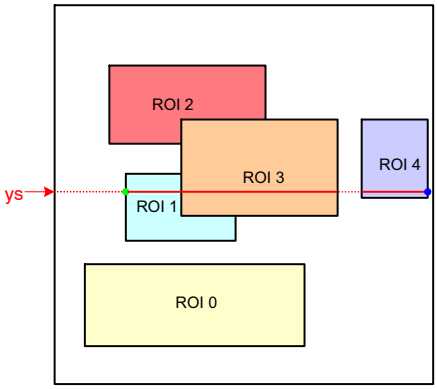

Figure 26. Scanning the Image Array with Five Windows
Figure 26 illustrates a practical example of a configuration with five windows. The current position of the read pointer (ys) is indicated by a red line crossing the image
- The read pointer is not necessarily incremented by one, but depending on the configuration, it can jump in y−direction. In Figure 26, this is the case when reaching the end of ROI0 where the read pointer jumps to the y−start position of ROI1